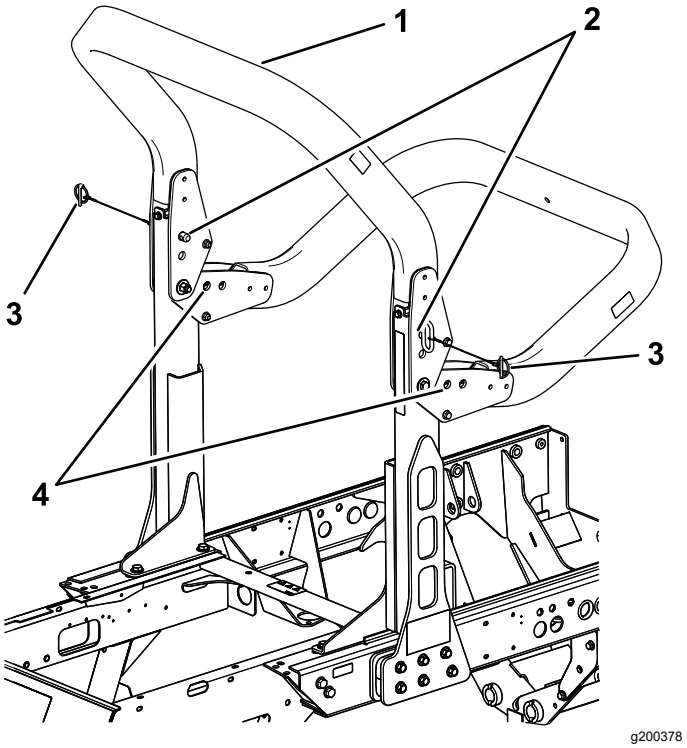

图 74
2. 支撑住翻车保护杠上机架的同时从枢轴支架上卸下开口销和柱销图 74。